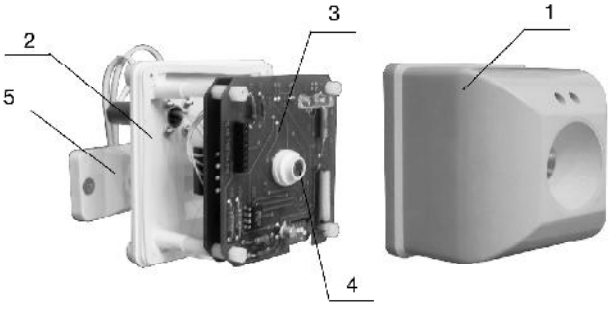

Рисунок 50. Конструкция ПП-А
ПП-А представляет собой единую конструкцию (рисунок 50), состоящую из блока обработки сигналов и корпуса (1). Блок обработки сигналов состоит из основания (2) и печатных плат (3). К верхней печатной плате припаян фотоприемник (4). К основанию (2) винтом крепится кронштейн (5).